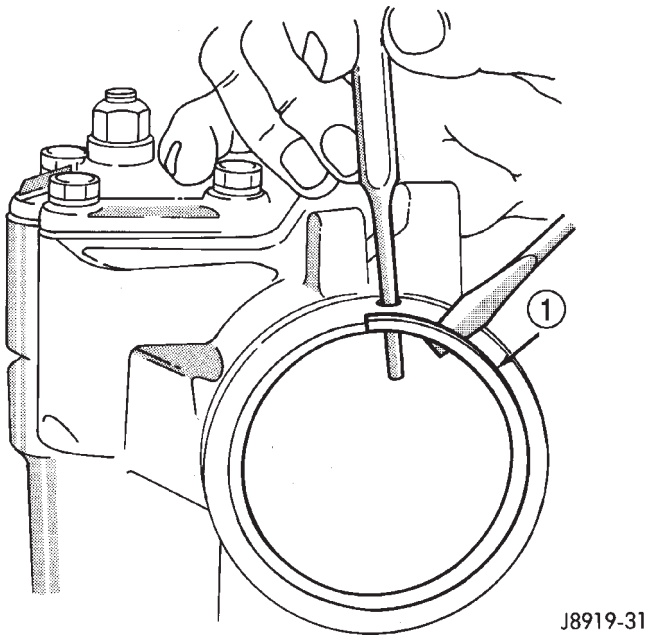

Fig. 32 End Plug Retaining Ring
(1) Unseat and remove retaining ring from groove with a punch through the hole in the end of the housing (Fig. 32).
(2) Slowly rotate stub shaft with 12 point socket COUNTER-CLOCKWISE to force the end plug out from housing.